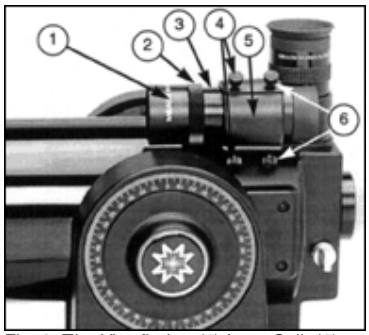

Fig. 2: The Viewfinder. (1) Lens Cell; (2) Knurled Lock- Ring; (3) Viewfinder; (4) Front Alignment Screws; (5) Viewfinder Bracket; (6) Rear Alignment Screws.
a. Slide the viewfinder into its bracket (5, Fig. 2) with the rubber-eyecup-end of the viewfinder fitting first through the front end of the bracket. It may be necessary to slightly unthread the six alignment screws (4 and 6, Fig. 2) to fit the viewfinder into the bracket. With the viewfinder inside the bracket, tighten (to a firm feel only) the six alignment screws down against the viewfinder tube. Alignment of the viewfinder is detailed in this manual.
The ETX viewfinder has been factory pre-focused to objects located at infinity. Individual eye variations, however, may require that the viewfinder be re-focused for your eye. Prior to installing the viewfinder in the viewfinder bracket (5, Fig. 2), check the focus by looking through the viewfinder. Point the viewfinder at a distant object; if the viewfinder image is not sufficiently in focus for your eye, it may be re-focused as follows:
1. Loosen the knurled lock-ring (2, Fig. 2) located near the viewfinder's objective (front) lens (1, Fig. 2). Unthread this ring (counterclockwise, as seen from the eyepiece- end of the viewfinder) by several full turns.
2. Focus the viewfinder by rotating the objective lens cell (1, Fig. 2) in one direction or the other, until distant objects observed through the viewfinder appear sharp. One or two rotations of the viewfinder lens have a significant effect on image focus.
4. Place the viewfinder into the viewfinder bracket (5, Fig. 2) on the main telescope. Gently tighten the six alignment screws (4 and 6, Fig. 2), then proceed with alignment of the viewfinder.
1. The viewfinder bracket (5, Fig. 2) includes six alignment screws (4 and 6, Fig. 2). Turn the 3 rear-most alignment screws (6, Fig. 2) so that the viewfinder tube is roughly centered within the viewfinder bracket, as
3. While looking through the viewfinder, turn one or more of the 3 front-most viewfinder alignment screws (4, Fig. 2), until the crosshairs of the viewfinder point at precisely the same position as the main telescope.